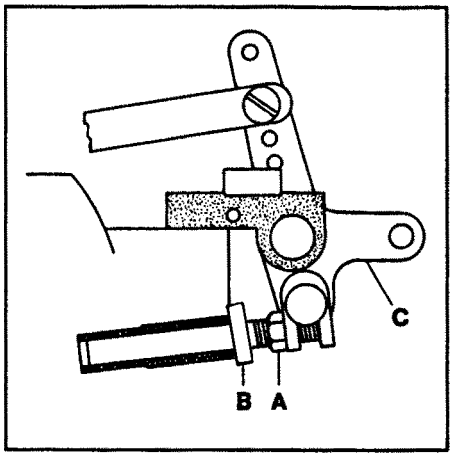
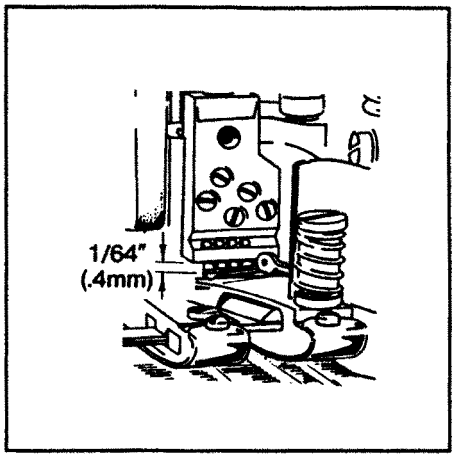

FIG. 24
FIG. 25
The presser foot lifter stop plunger must be set so the cover thread hook will not hit the bottom of the needle head as the presser foot is being lifted. Position the needle bar to its lowest point of travel. Loosen nut (A, Fig. 24) and turn plunger (B) clockwise until it strikes the crankshaft counterweight. While applying pressure to lifter (C) to lift the foot, back out of the plunger until the distance between the hook and the underside of the needle head is 1/64" (0.4mm) (see Fig. 25). Tighten nut (A, Fig. 24).